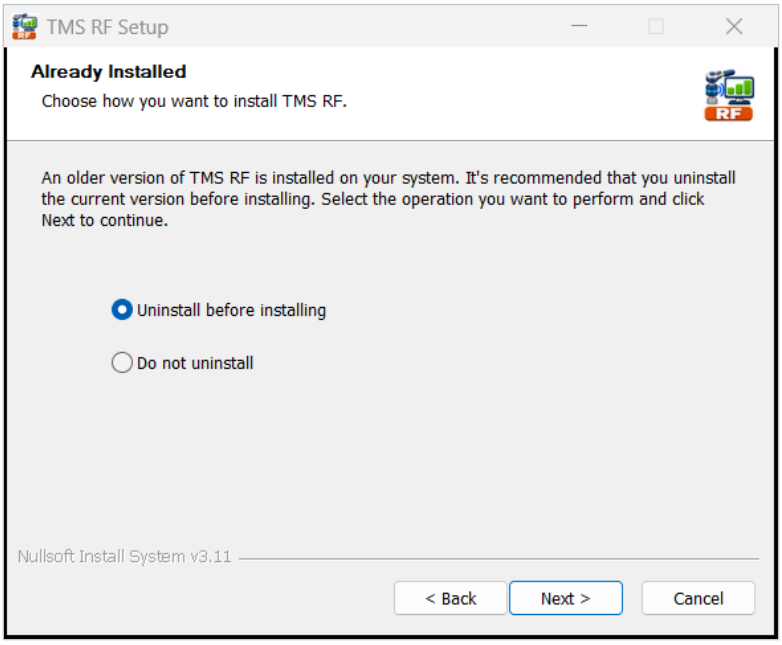

Figure 17-1 The installer detects an installed older version
2. Click “Next >” as prompted; the “Already Installed” page appears (Figure 17-1).